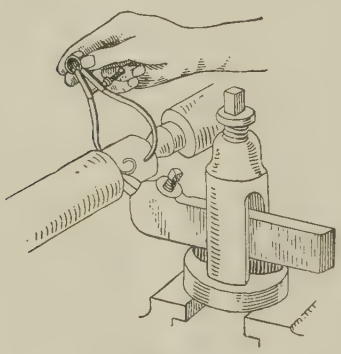

FIG. 59.
76. Measuring with a Caliper (Fig. 59).—Accuracy in caliper measurement depends on the sense of touch and to get a delicate touch of the caliper on the work it should be held lightly and not with a "grab grip." It is not difficult to demonstrate the "feel" of $\frac{1}{1000}$ in. with a caliper. A lathe mandrel[1] tapers about $\frac{1}{1000}$ in. in 2 in. of its length. Get a